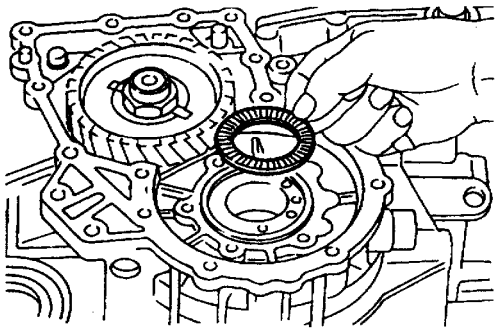

图 9－14－33
(3) 如图 9－14－34 所示，把输出轴装到变速器壳体上。